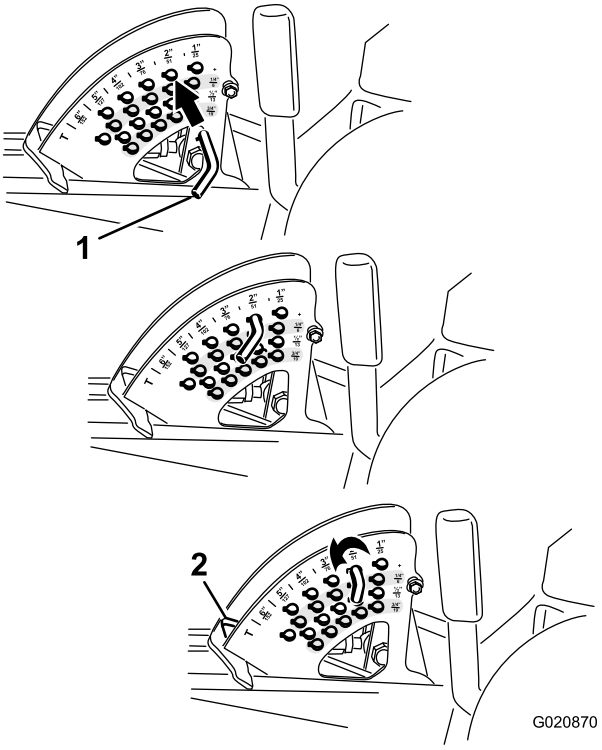

Figur 20
Bemærk: Plæneklipperskjoldet kan låses fast i den hævede position ved at hæve det til en position, der er højere end 15 cm, udtage stopstiften, der begrænser klippehøjden, og placere stiften i den position, der giver en klippehøjde på 15 cm (Figur 20).
2. Juster ved at dreje stopstiften, indtil skydestiften inden i den står ud for hakkene i hullerne i klippehøjdejusteringsbeslaget, og tag den af (Figur 20).
3. Vælg det hul i klippehøjdebeslaget, som svarer til den ønskede klippehøjde, isæt stiften, og drej den nedad for at låse den fast (Figur 20).
Bemærk: Der er fire rækker hulpositioner (Figur 20). Den øverste række giver den klippehøjde, der er anført over stiften. Den anden række fra oven giver den højde, der er anført, plus 6 mm. Den tredje række fra oven giver den højde, der er anført, plus 12 mm. Den nederste række giver den højde, der er anført, plus 18 mm. Til højdepositionen på 15,8 cm er der kun ét hul, og det sidder i anden række fra oven. Her lægges der ikke 6 mm til højdepositionen på 15,8 cm.